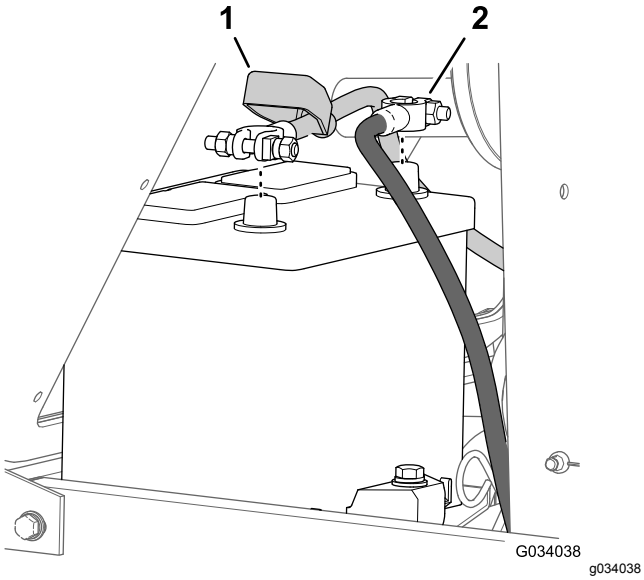

Figuur 53
2. Maak de minkabel (-) los van de accupool (Figuur 53).
3. Schuif de isolatorkap weg van de kabelklem (Figuur 53).
4. Maak de pluskabel (+) los van de accupool (Figuur 53).
7. Sluit de kabels aan: de pluskabel (+) op de pluspool van de accu (Figuur 53).
8. Sluit de minkabel aan op de minpool van de accu (Figuur 53).